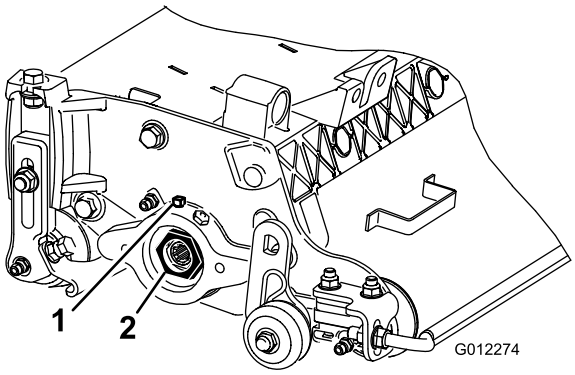

图10
A. 松开将轴承调节螺母固定至滚刀组左侧轴承座上的外部固定螺丝(图10)。